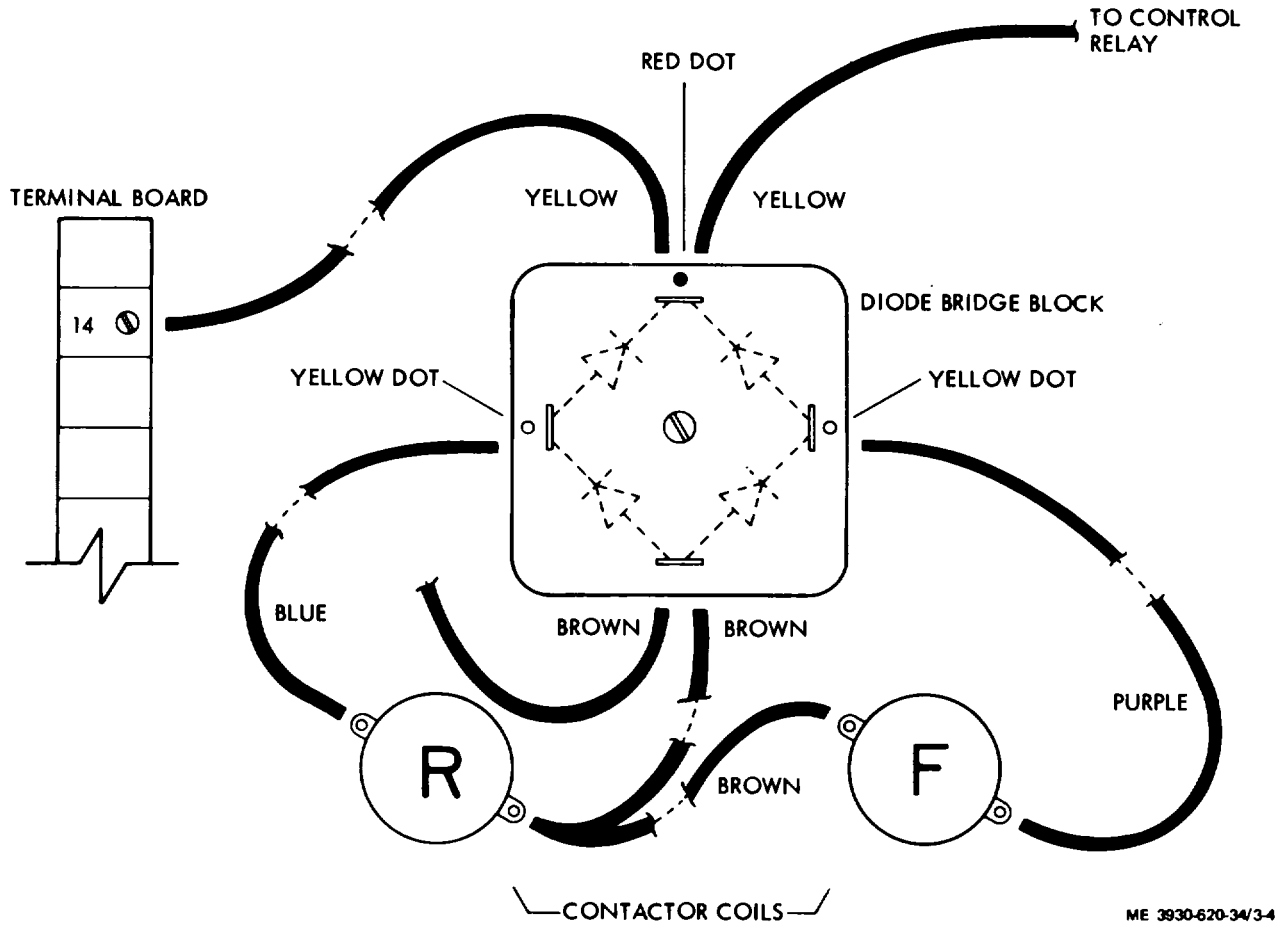

Figure 3-4. Diode bridge block connection
d. Diode Bridge Block The diode bridge block can be tested with an ohmmeter after the leads are disconnected. (fig. 3-4.)
(1) Measure the forward resistance of each diode. The resistance should be approximately 10 to 20 ohm s.